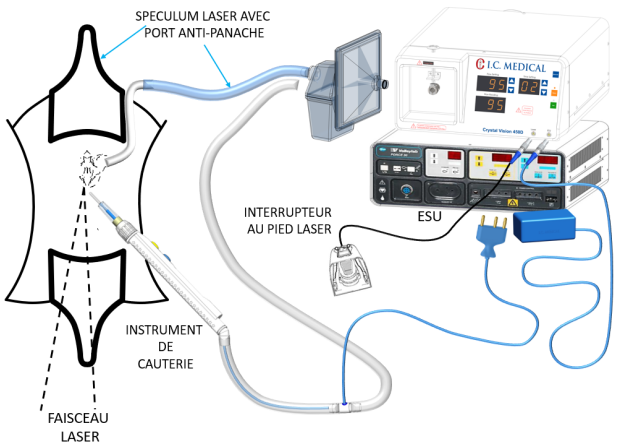

Figure 21 : Configuration pour la procédure de gynécologie pour un laser ESU ou CO_2 administrée par un colposcope ou un micromanipulateur
3. Reportez-vous à la Figure 21 pour la configuration.